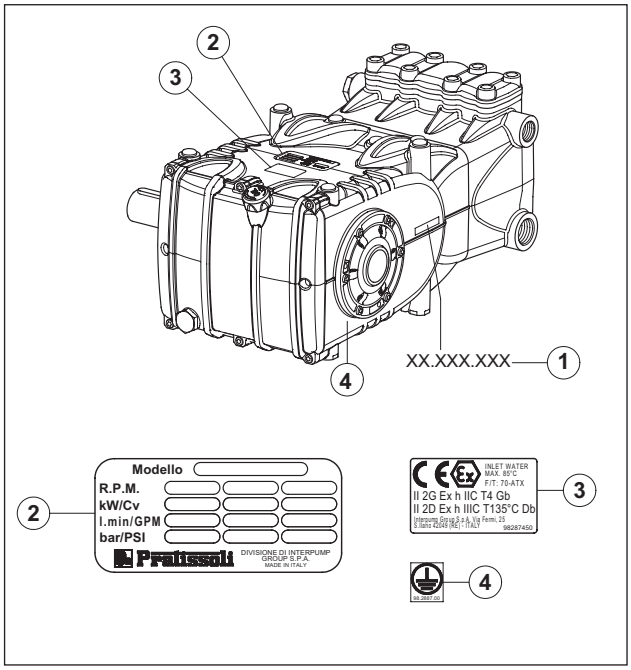

Fig. 1
Ogni pompa ha il proprio N° di matricola XX.XXX.XXX vedere pos.① e una targhetta di identificazione vedere pos.② di Fig. 1 che riporta: